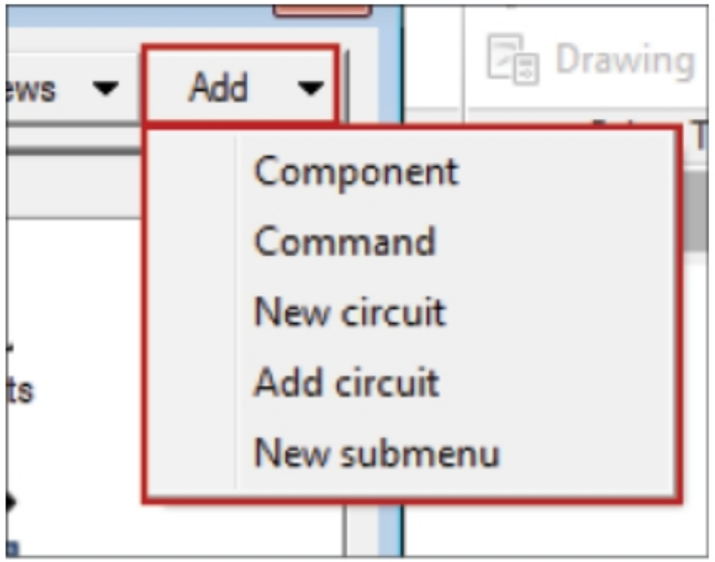

Figure-61. Add menu
- Click on the **Add** button top-right corner of the dialog box. A list of tools will be displayed; refer to Figure-61.